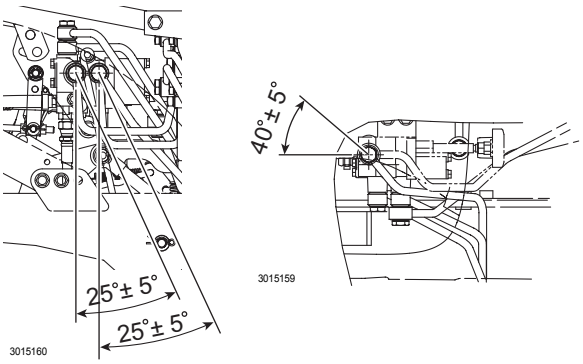

Fig. 9
- Installation angles of individual hydraulic hoses of the implement control valve should be according to the illustration **Fig. 9**.